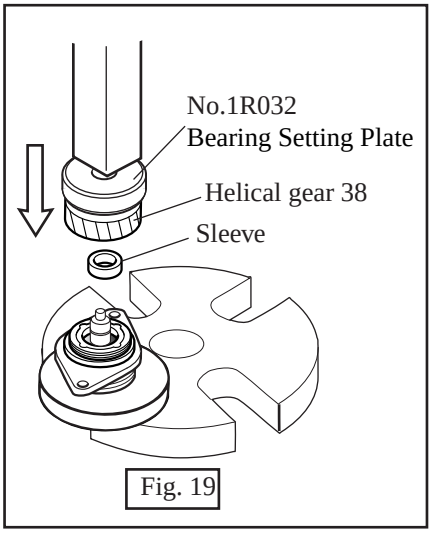

Fig. 19
(3) After mounting sleeve to spindle, mount helical gear 38 by pressing No.1R032 "Bearing Setting Plate" with arbor press. See Fig. 19.